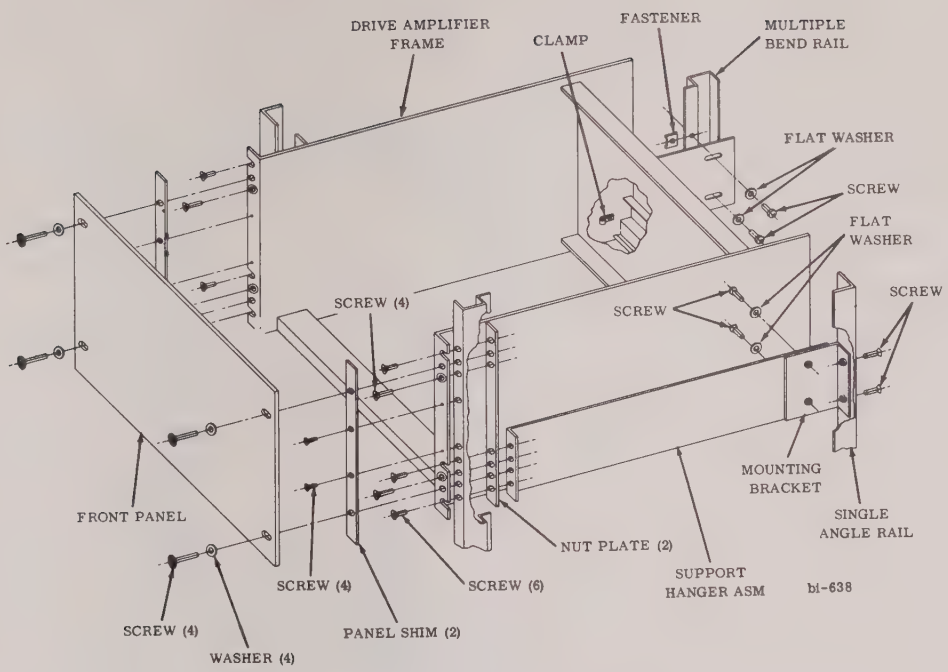

FIGURE 2-15 INSTALLATION OF DRIVE AMPLIFIER FRAME
2. Secure drive frame to unit with four screws (Fig. 2-15).
3. Position panel shims on each side of drive frame at front of unit and secure with two screws (Fig. 2-15).
12. Position cover plate on front of drive assembly and secure with four screws (Fig. 2-15).